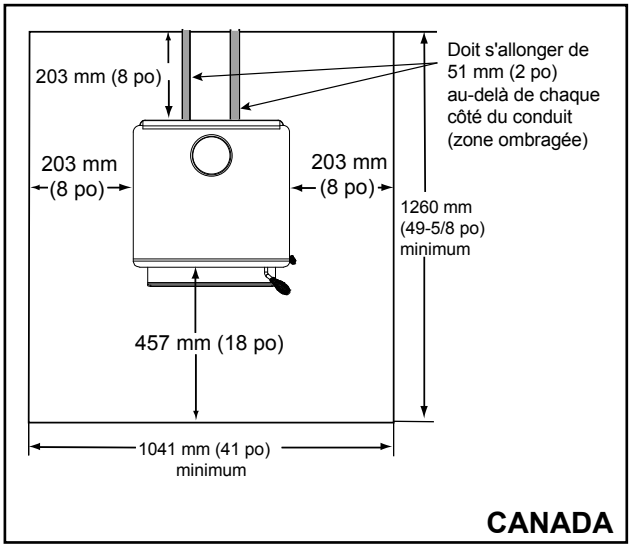

Figure 12.2
***EXCEPTION :** Des protections incombustibles pour les sols doivent s'étendre sous le conduit lorsque l'évacuation est horizontal et se prolonger de 51 mm (2 po) de chaque côté du conduit. **Voir la figure 12.2.**